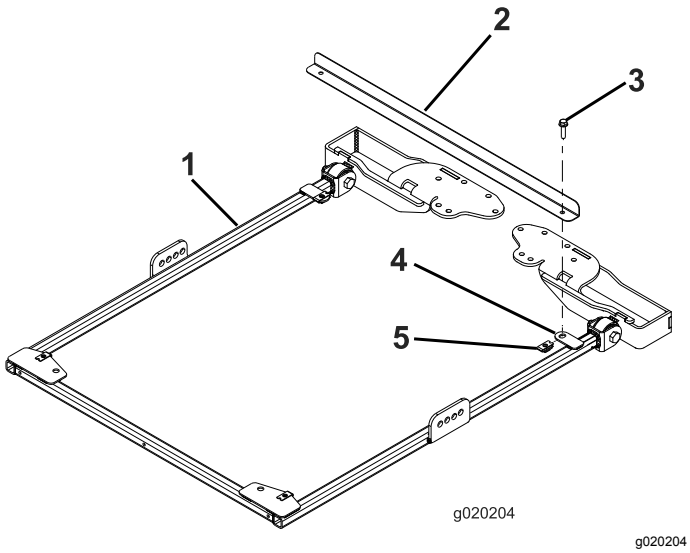

Figur 24
1. For å innrette rammen korrekt må rammeinnrettingsstangen festes til monteringstappene bak på solskjermrammen med to flenshodebolter (5/16 x 1 1/4 tomme), som vist i Figur 24.